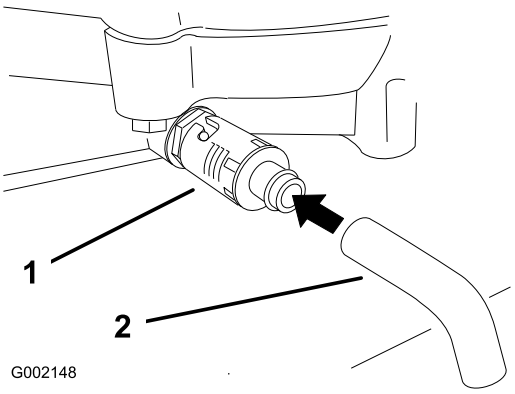

Figur 24
4. Placer en bakke under aftapningsproppen. Drej oliedræningsventilen, så olien kan løbe ud (Figur 24).